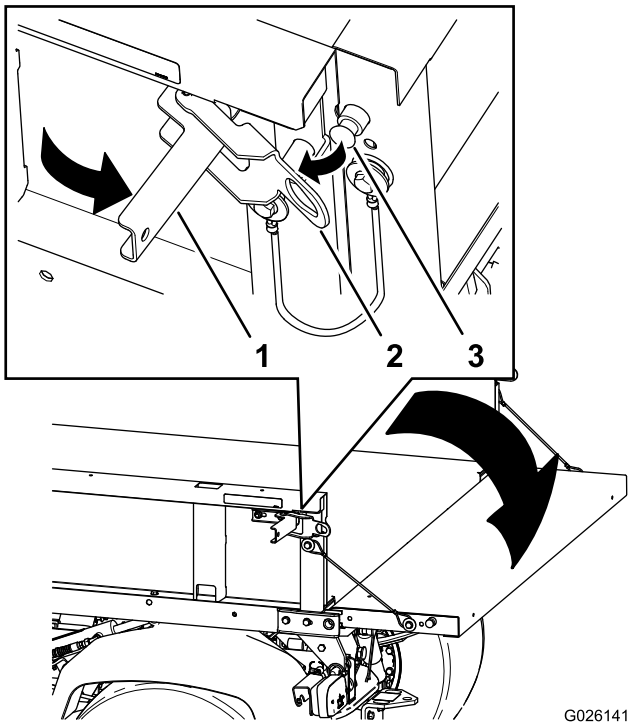

**Figur 13**
2. Åpne låsene på venstre og høyre side av lastekassen, og senk baklemmen (Figur 13).